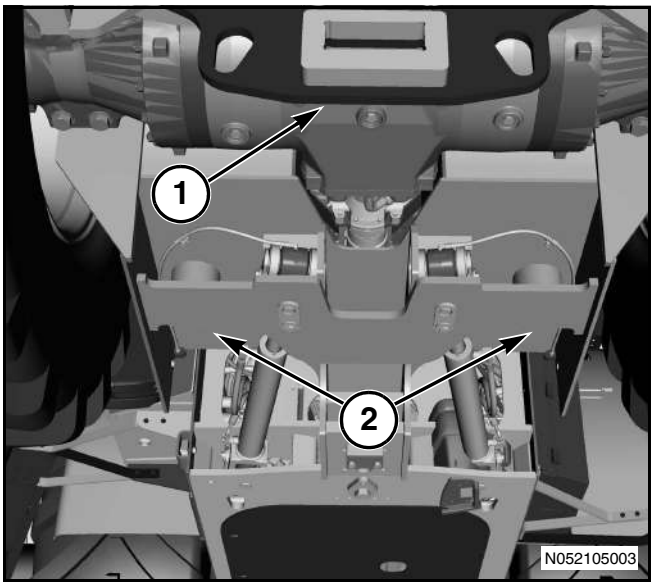

Рис. 118
Рис. 118: Установите подходящее подъемное устройство под задней плитой (1). Немного поднимите задний конец машины от земли. Убедитесь в том, что подъемное устройство способно поднять вес машины.